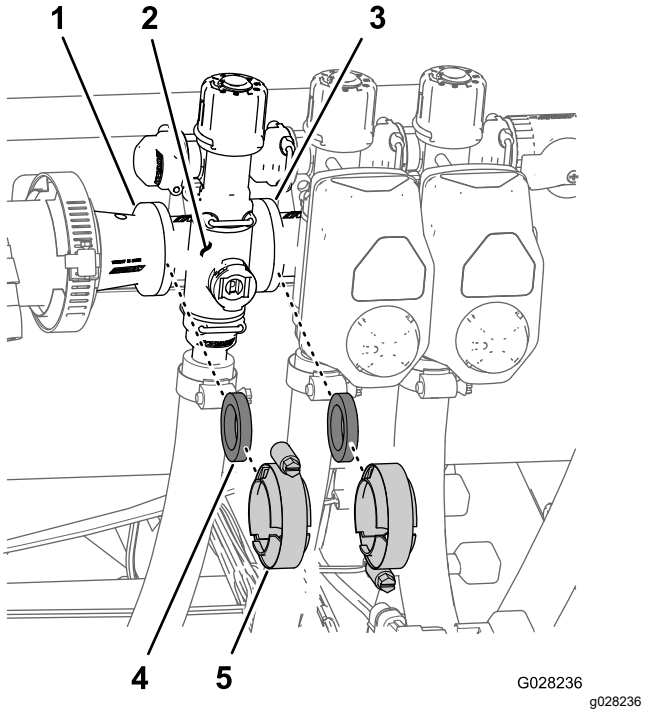

Figur 74
1. Fjern de klemmer og pakninger, der fastgør sektionsventilens manifold (Figur 74) til sektionsventilen ved siden af (hvis det er venstre sektionsventil) og reduktionskoblingen.